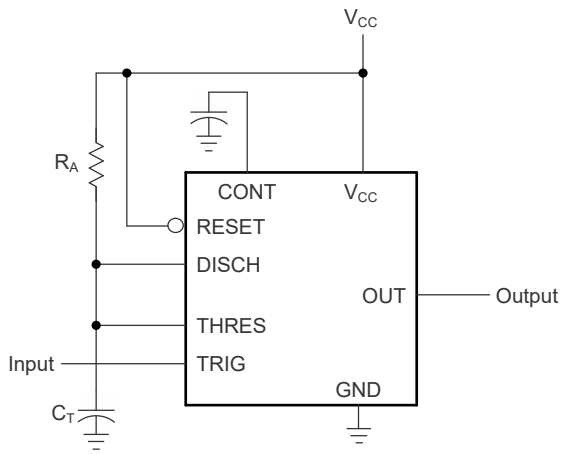

Figure 6-2. Circuit for Monostable Operation
(1) For conditions shown as MIN or MAX, use the appropriate value specified under *Recommended Operating Conditions*.
(2) Values specified are for a device in a monostable circuit similar to Figure 6-2, with the following component values: R_A = 2kΩ to 100kΩ, C_T = 0.1μF.
For monostable operation, Figure 6-2 shows how either of the timers can be connected. If the output is low, application of a negative-going pulse to the trigger (TRIG) sets the internal latch; the output goes high, and discharge pin (DISCH) becomes open drain. Capacitor C_T then is charged through R_A until the voltage across the capacitor reaches the threshold voltage of the threshold (THRES) input. If TRIG has returned to a high level, the output of the threshold comparator resets the internal latch, the output goes low, the discharge pin goes low, which quickly discharges capacitor C_T.
As shown in Figure 6-3, adding a second resistor, R_B, to the circuit of Figure 6-2 and connecting the trigger input to the threshold input causes the timer to self-trigger and run as a multivibrator. The capacitor C_T charges through R_A and R_B and then discharges through R_B only. Therefore, the duty cycle is controlled by the values of R_A and R_B.